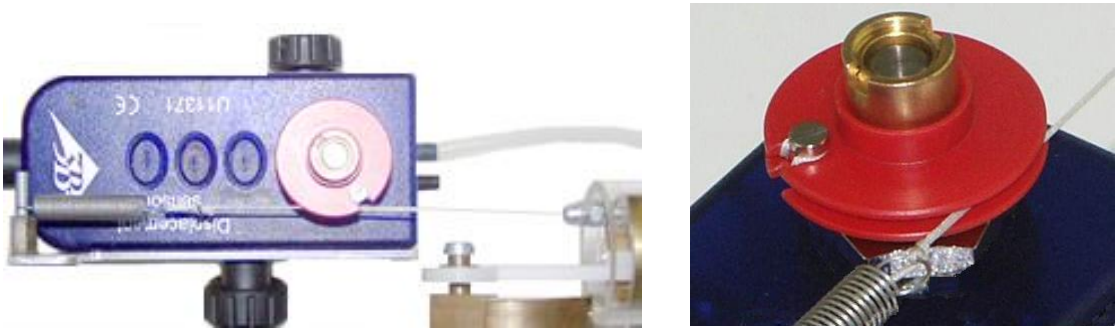

Fig. 2 Montage des Fadens auf der Schnurrolle des Wegaufnehmers
- Faden gemäß Fig. 2 um die Schnurrolle des Wegaufnehmers winden.